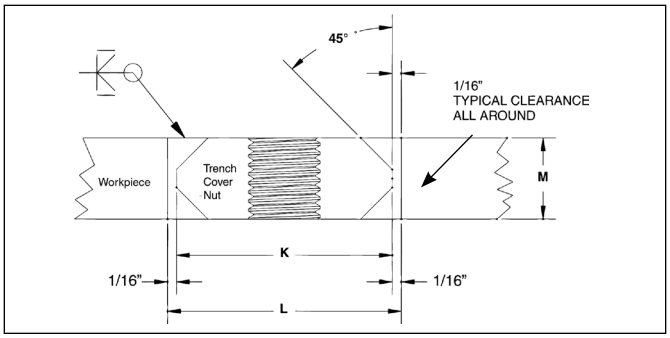

Figure 5
3. Insert the trench cover nut into the hole. The trench cover nut should have 1/16” clearance around its outer edge. The surface of the trench cover nut must be parallel and even with the surface of the workpiece (See Figure 5). A welding fixture is available from Crosby for this.